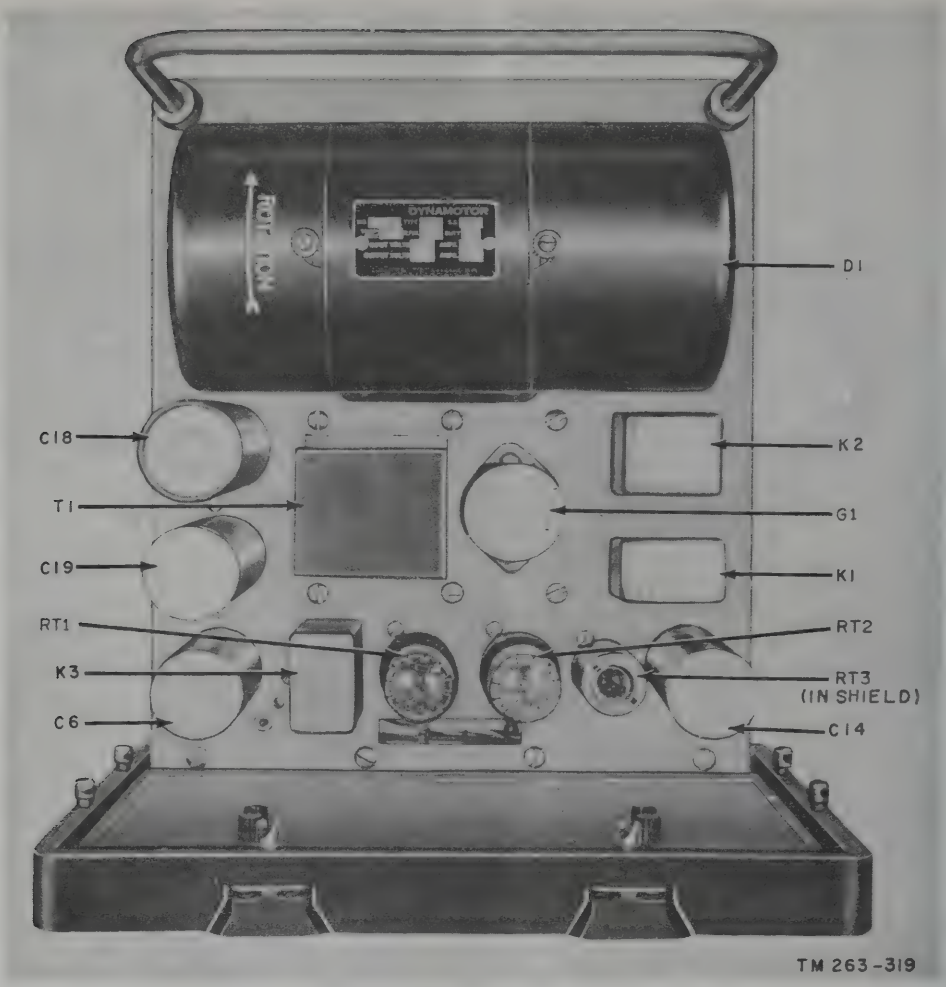

Figure 145. Dynamotor-Power Supply DY–105/GRC–9X, top view of chassis.
b. Remove the screw that fastens each end cover (fig. 145) of the dynamotor D1.
good. Note that the terminals on POWER OUT receptacle J2 are numbered. These terminals are to be used to check the output of the dynamotor power supply. Refer to figures 145 through 147 for component locations and to figure 174 for the schematic diagram.